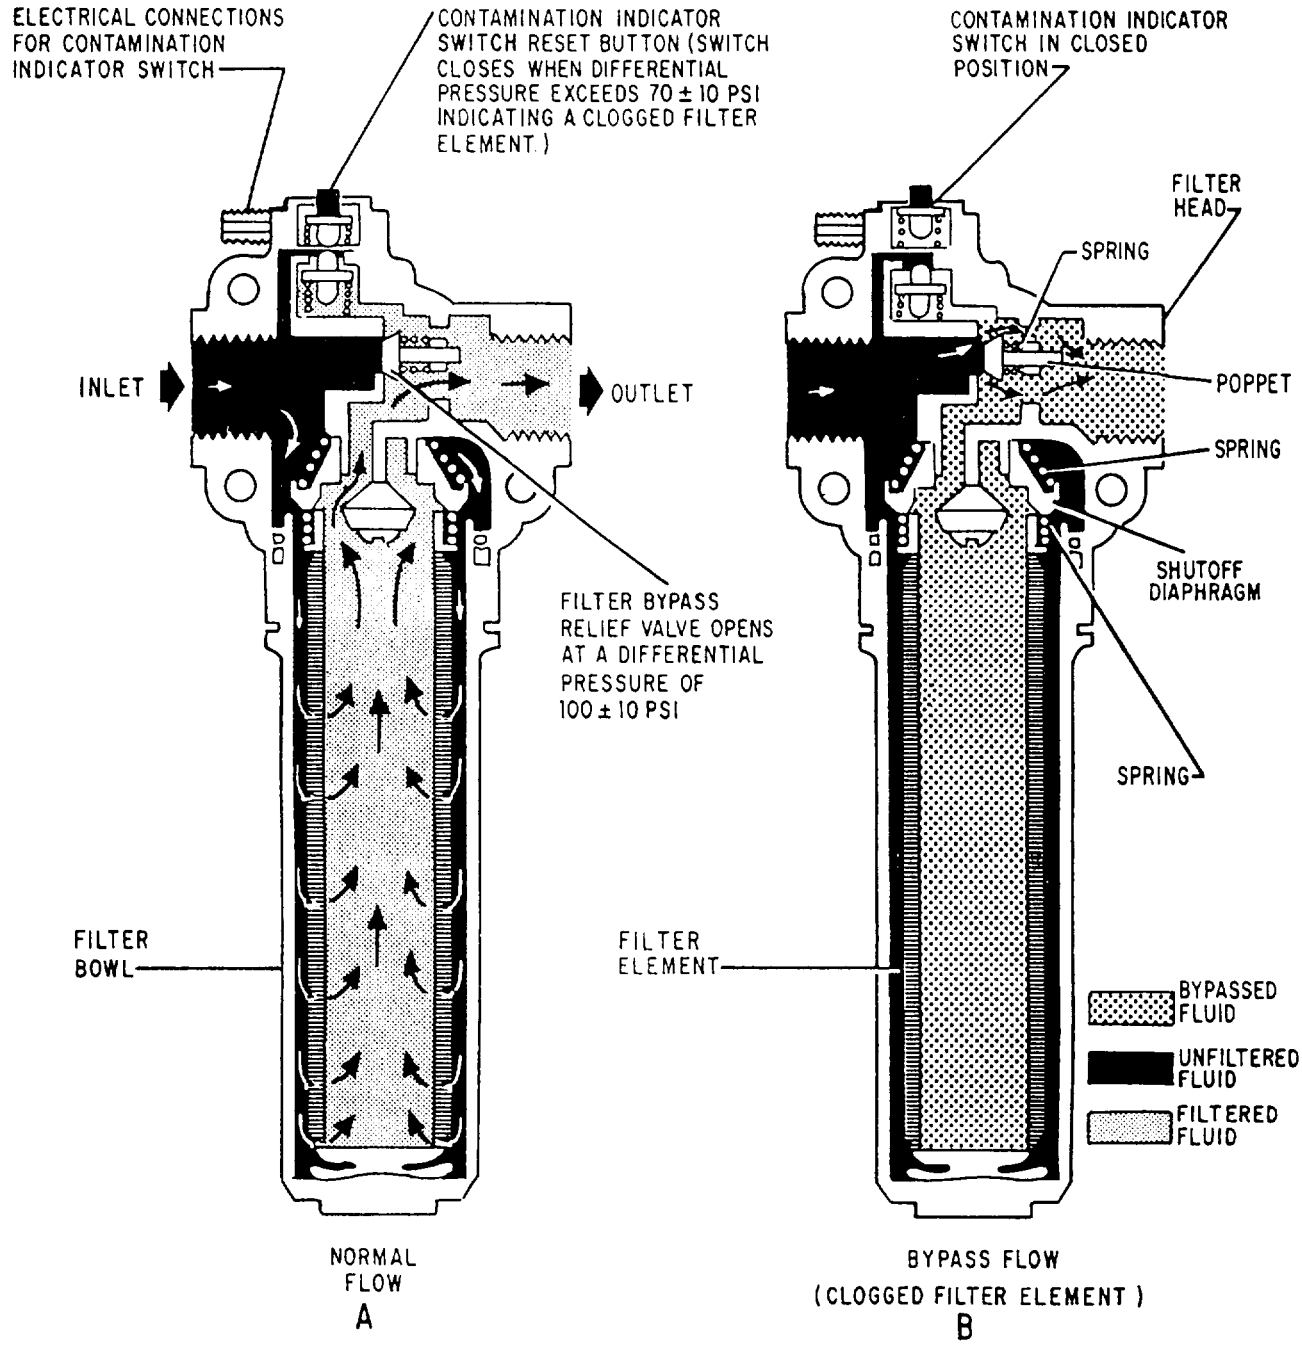

Figure 10-31.-Full-flow, porous metal, bypass electrical-indicating hydraulic filter.
hydraulic filter (fig. 10-31) is used in some hydraulic systems. This filter uses one or a combination of the contamination indicators previously described.
Under normal conditions the fluid enters the inlet of the filter (view (A) of fig. 10-31), passes through the filter element, and leaves the filter through the outlet. As the fluid passes through the filter element, impurities are deposited on the outside of the element. As the deposits accumulate, they cause a differential pressure to build up between the inlet and outlet of the filter. The pressure is sensed across the contamination indicator switch; on this particular filter, the switch closes at 70 ÷ 10 psi, actuating a warning device (light, horns, etc.). The equipment should be stopped and the filter serviced, cleaned, or replaced. An important fact for you to remember is that cold hydraulic fluid can produce a false pressure indication. To prevent needless changing of filters, fluid should beat operating temperature for a true
If the filter is not properly serviced following the contamination indication and the equipment is kept in operation, the differential pressure continues to build. At 100 ÷ 10 psi, the bypass valve will open and allow the fluid to flow straight through, bypassing the filter element (view (B) of fig. 10-31). But on this filter the contamination indicator is to warn the operator that the filter element is clogged. The equipment can then be stopped before the bypass valve opens, thus preventing contaminated fluid from being passed through the hydraulic system.